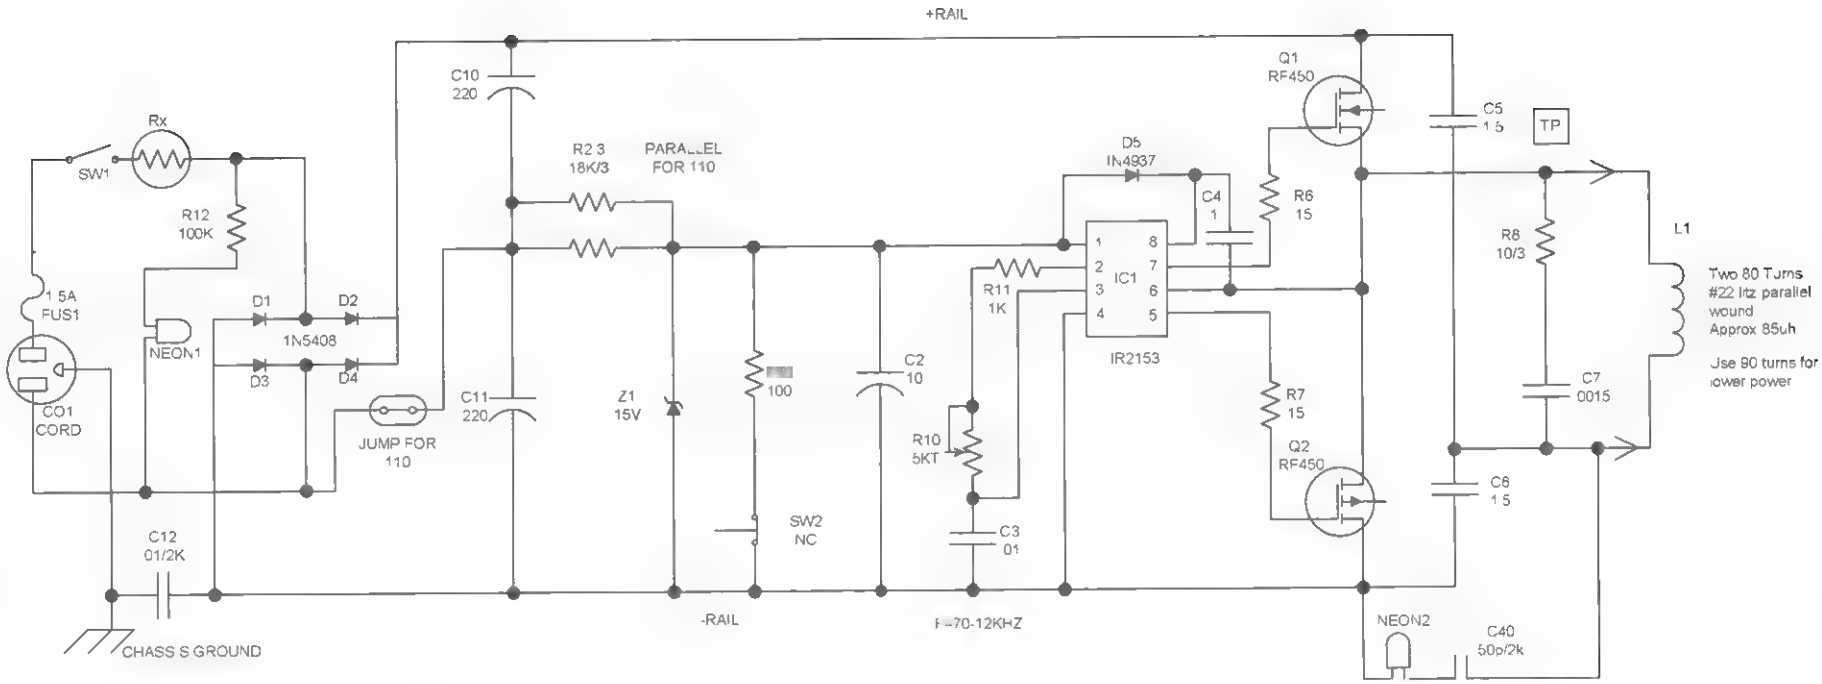

Figure 14-2 *Induction heater schematic*
The power cord CO1 supplies 115/220 VAC from a wall receptacle where the third, green wire, grounding lead must be securely attached to the metal chassis (CHASSIS) for safety (see Figure 14-2).
1. Connect the ungrounded scope to the TP test point, as noted in the Figure 14-2 schematic or in Figure 14-4. The lead of R8 is shown connected to the junction of the drain and the source of Q1 and Q2 respectively.